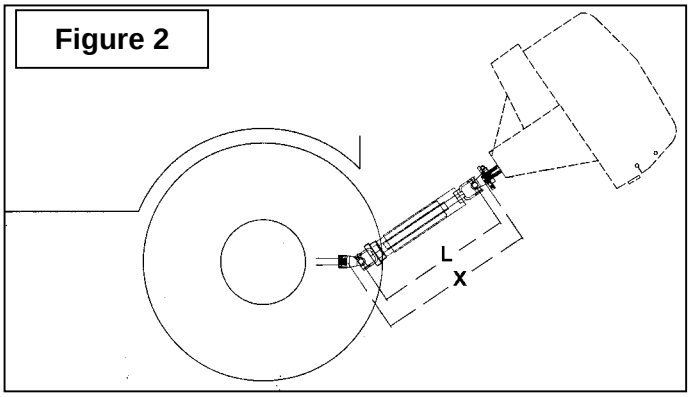

Figure 2
1. Pour déterminer la longueur **"L"** de votre modèle de tracteur, il faut d'abord trouver le facteur **"X"** en mesurant la distance horizontale entre le bout de l'arbre de commande du tracteur et le bout de l'arbre entraîné lorsque la souffleuse est en position de transport tel qu'illustré à la Figure 2.